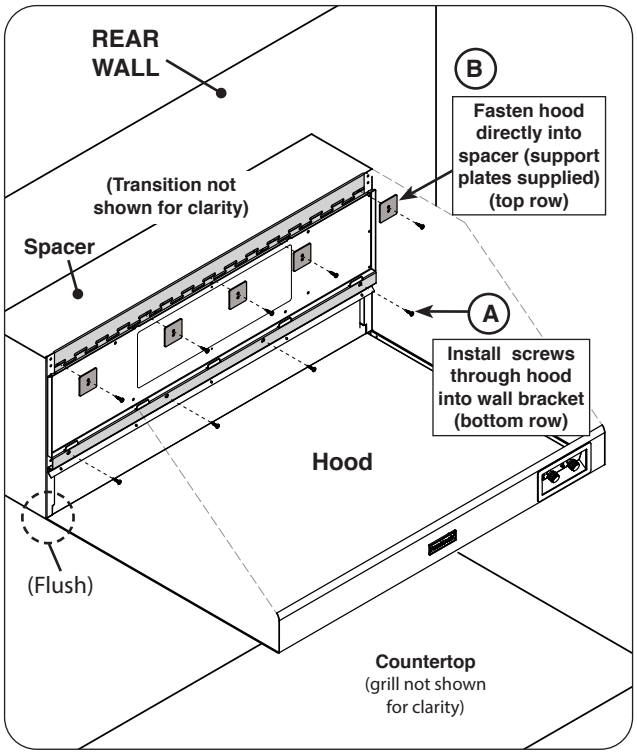

Fig. 15-2 Secure vent hood (42" shown)
3. Ensure the sides, top, and bottom of the vent hood sit flush with the spacer. See Fig. 15-2. (The spacer will already be finished with any applicable substrate, to allow for the vent hood to rest flush.)
4. From the inside of the vent hood, fasten the hood to the bracket using a medium Phillips screwdriver and the 1/4-20 screws supplied with the vent hood (previously removed at beginning of installation). See Fig.15-2, A.
5. From the inside of the vent hood, using appropriate mounting hardware for the spacer construction, secure the top portion of the hood directly into the spacer. Use the supplied support plates when fastening, see Fig. 15-2, B.